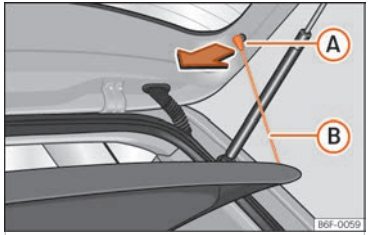

Fig. 167 In the luggage compartment: removing and installing the shelf.
- Detach the cord loops ››› Fig. 167 (B) from their hooks (A).
- Attach the securing straps ››› Fig. 167 (B) onto the rear lid.